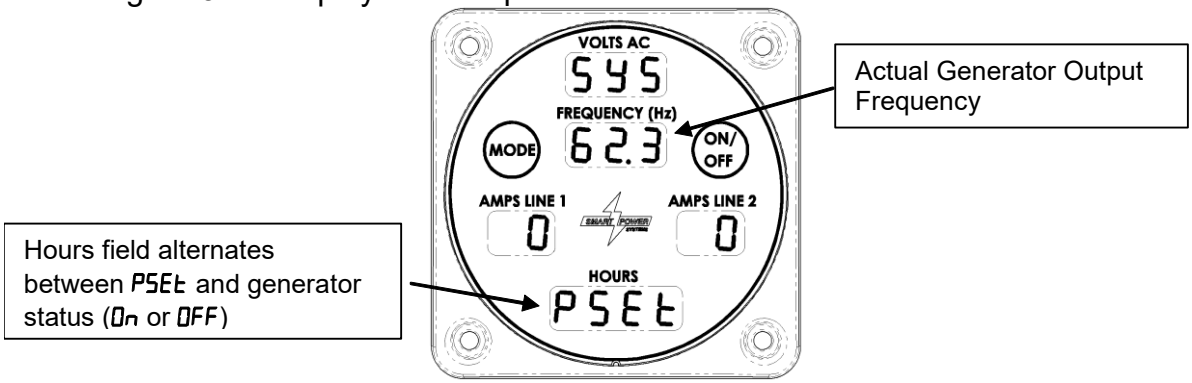

Figure 32 – Pump Set Display
e. Return to Normal mode by pressing the Mode button until the screen shown in Figure 32 is displayed. Pump Set will still be active.